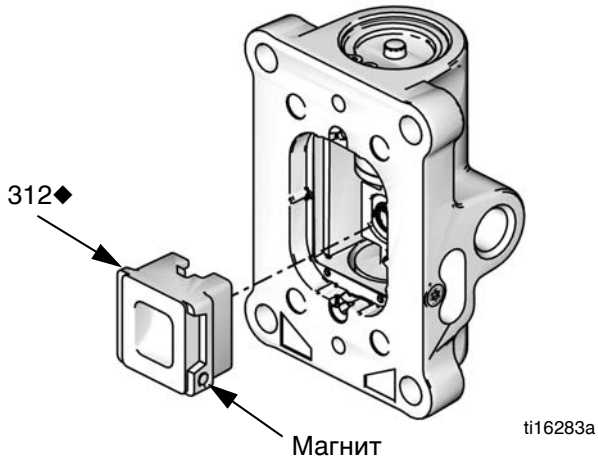

Рис. 11. Установка наконечника воздушного клапана
7. Установите пружину (311◆). Нанесите смазку на наконечник воздушного клапана (312◆) и установите его на место. См. Рис. 11. Расположите маленький круглый магнит на одной линии с впускным отверстием для воздуха.